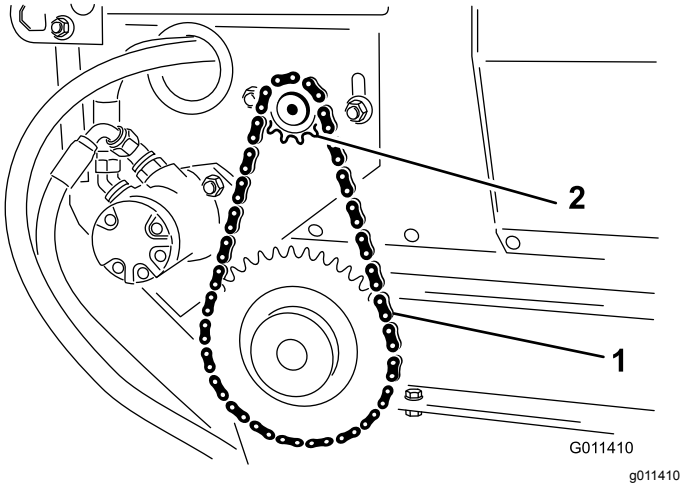

**Figur 25**
2. Løsne bolter og mutre som fester motor- og drevenheten til hovedrammen (Figur 25).